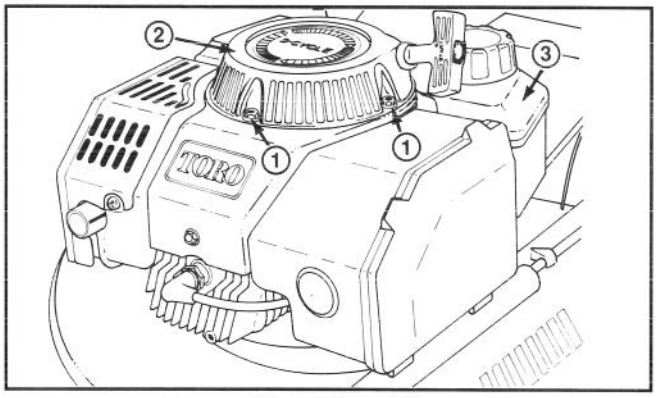

Afbeelding 16
3. Draai de schroeven die het deksel voor de repeteerstarter en de benzinetank op hun plaats houden los en verwijder de benzinetank (Afb. 16). Hef het deksel op de repeteerstarter en laat de benzinetank aan de linker zijde van de motor aan de slang hangen.